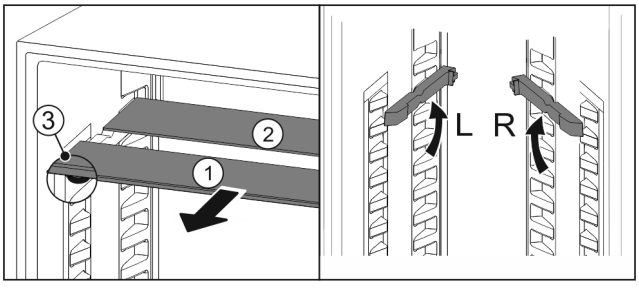

Fig. 99
▶ Dra ut *Fig. 99 (1)* glashyllorna framåt en i taget.
▷ Glashyllan *Fig. 99 (1)* med dekorlisten ligger längst fram.
▷ Stoppklackarna *Fig. 99 (3)* är vända nedåt.